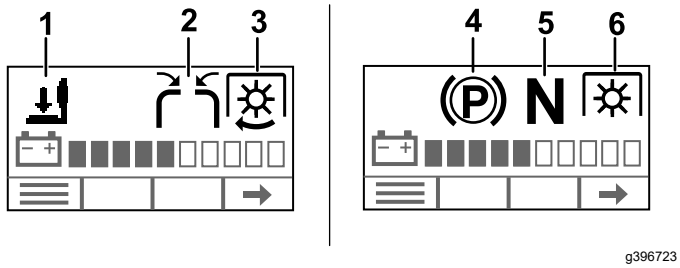

Figura 21
2. Compruebe que el icono de cada interruptor de seguridad Figura 21 aparece en el InfoCenter cuando el enclavamiento está activado, y que desaparece cuando está desactivado.